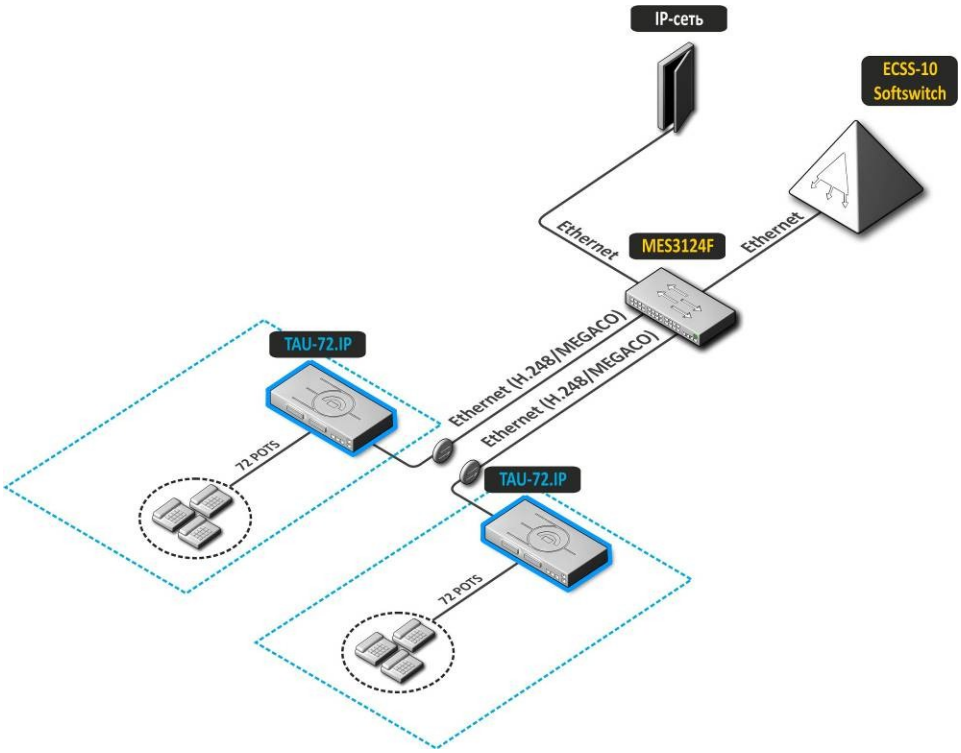

Рисунок 2 – Распределенная миниАТС TAU-72.IP
2. Режим распределенной миниАТС. В этом случае устройство выполняет функции миниАТС, с возможностью выхода на другие шлюзы (TAU-32M.IP, TAU-72.IP и прочие), а также Softswitch по протоколам SIP/SIP-T/H.323. Устройство самостоятельно обрабатывает функции ДВО, маршрутизацию вызовов, рисунок 2.